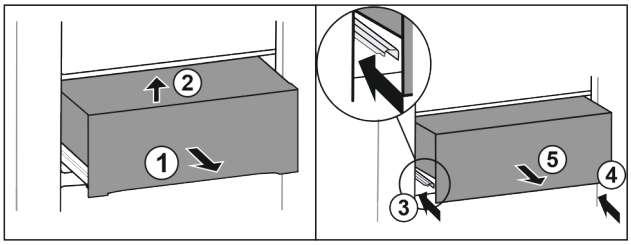

Fig. 32
▶ Вытяните выдвижной ящик наполовину *Fig. 32 (1)*.
▶ Приподнимите спереди *Fig. 32 (2)*.
▶ Вставьте левую направляющую *Fig. 32 (3)*.
▶ Вставьте правую направляющую *Fig. 32 (4)*.
▶ Извлеките выдвижной ящик движением вперед *Fig. 32 (5)*.